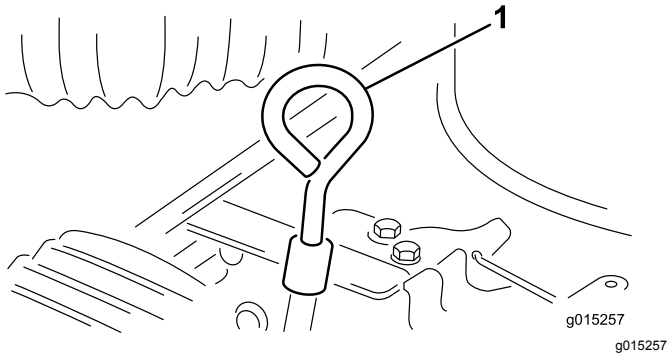

Figura 8
2. Pulite attorno all'asta di livello in modo che la morchia non possa penetrare nel foro di riempimento danneggiando il motore (Figura 8).